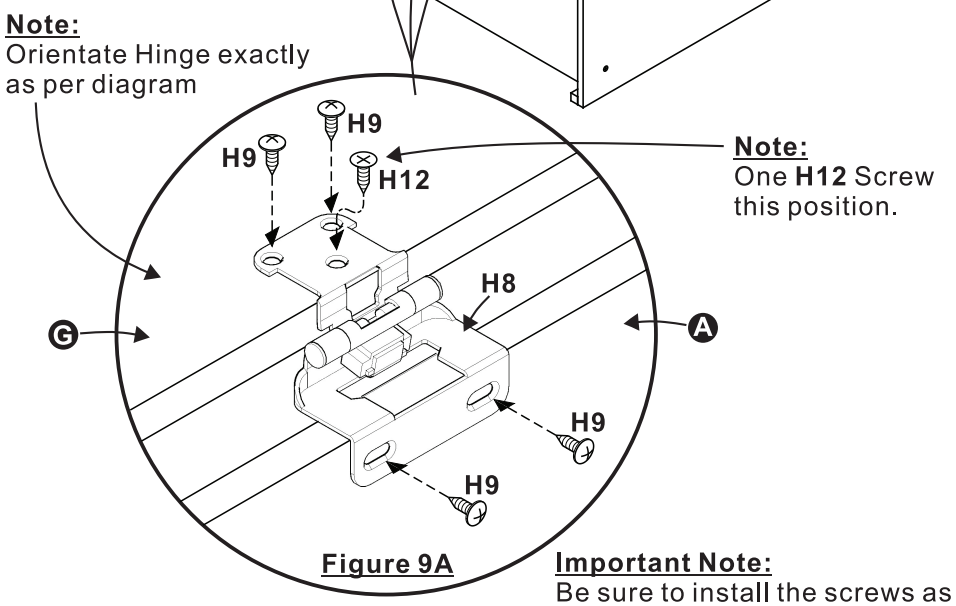

Figure 9A
20. Attach 3 pcs Door Hinges (**H8**) to Part **G** using 6 pcs Phillips Round Head Screws (**H9**) and 3 pcs Phillips Flat Head Screws (**H12**). See **Figure 9A**.
21. **Note: With help from another adult**, attach Part **G** to Part **A** using 6 pcs Phillips Round Head Screws (**H9**) for each hinges. See **Figure 9A**.